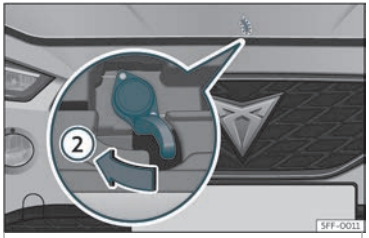

Abb. 201 Hebel unter der Motorraumklappe.
- Um die Motorraumklappe zu öffnen, drücken Sie den Hebel unterhalb der Motorraumklappe in der Mitte mit der Hand nach links››› Abb. 201 ②. Die Fanghaken werden entriegelt.